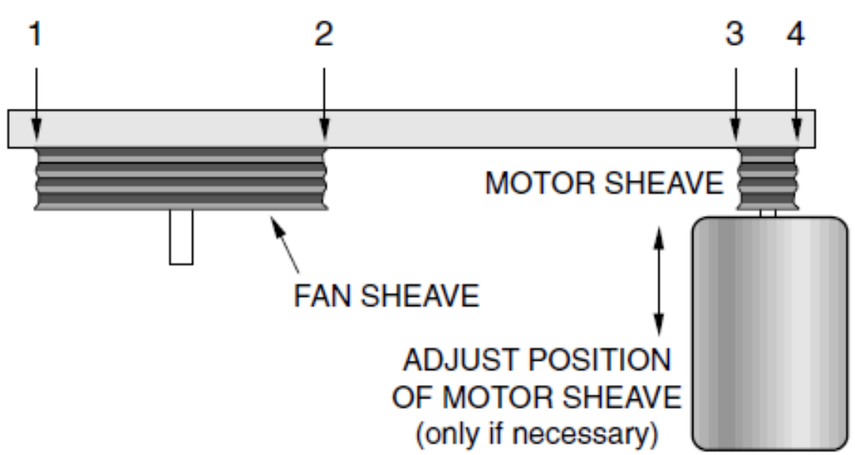

FIGURE 1
- Check sheave alignment by placing a straight edge across both sheaves at the same time. There should be four points of contact between the sheaves and the straight edge. (See **FIGURE 1.**)